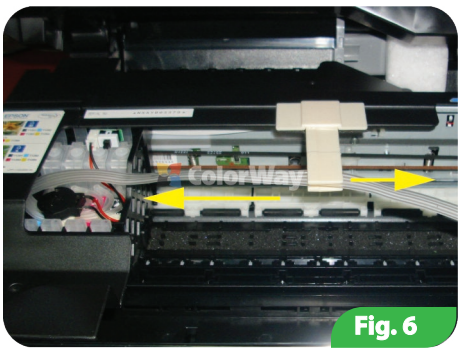

Fig. 6
4.6. Mueva suavemente el carro con su mano a la extrema izquierda(Fig. 6), tubo de silicona no debe estar retorcido ni atascando el carro, si es necesario, apriete (libera) lo faltante (lo sobrante) de tubo de silicona.